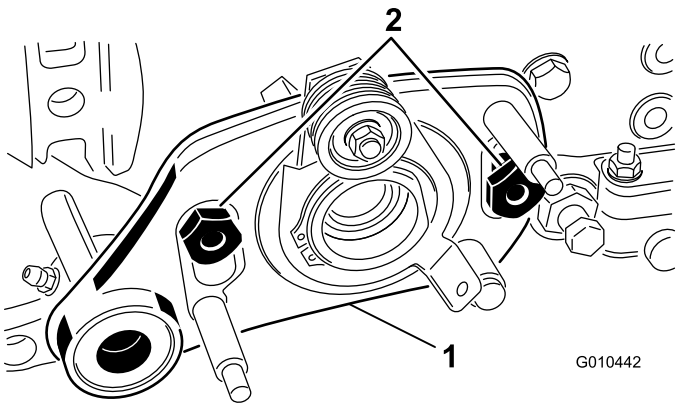

Figur 6
9. Skjut in vänster drivaggregat på bultarna och fäst med två ansatsmuttrar (Figur 6).